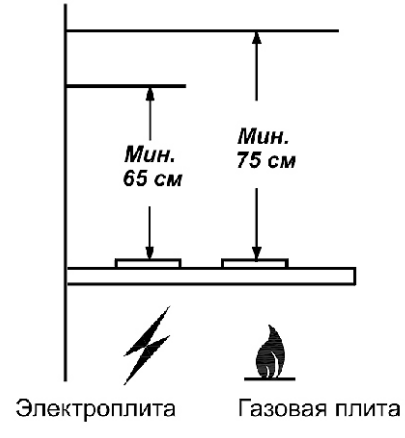

*рис. 1*
1.2 Вытяжку устанавливайте на высоте, как показано на рис. 1.
- разметьте линию установки нижней части вытяжки над плитой (рис. 1);